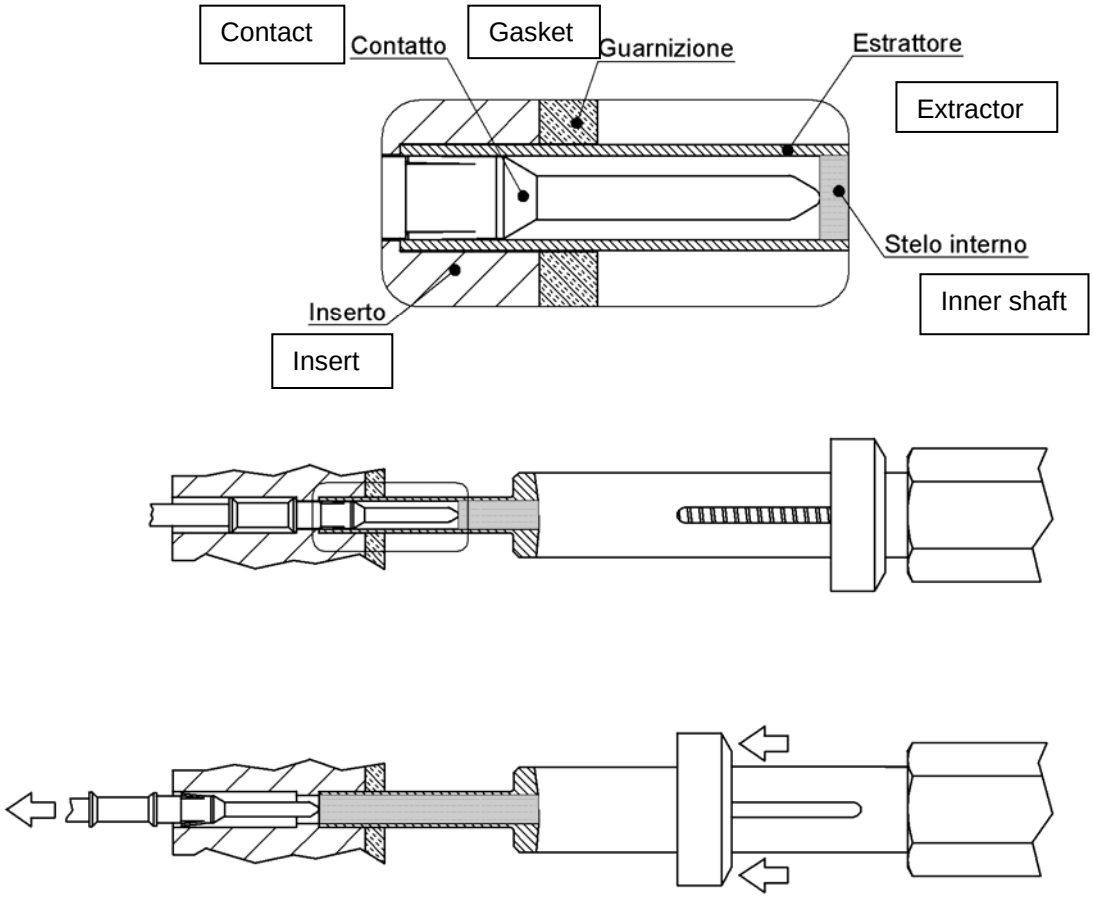

Fig. 23
Step 5.4: Keeping the insert and the extractor firm, act upon the removal system in a forward direction until the contact comes out (Fig. 23)